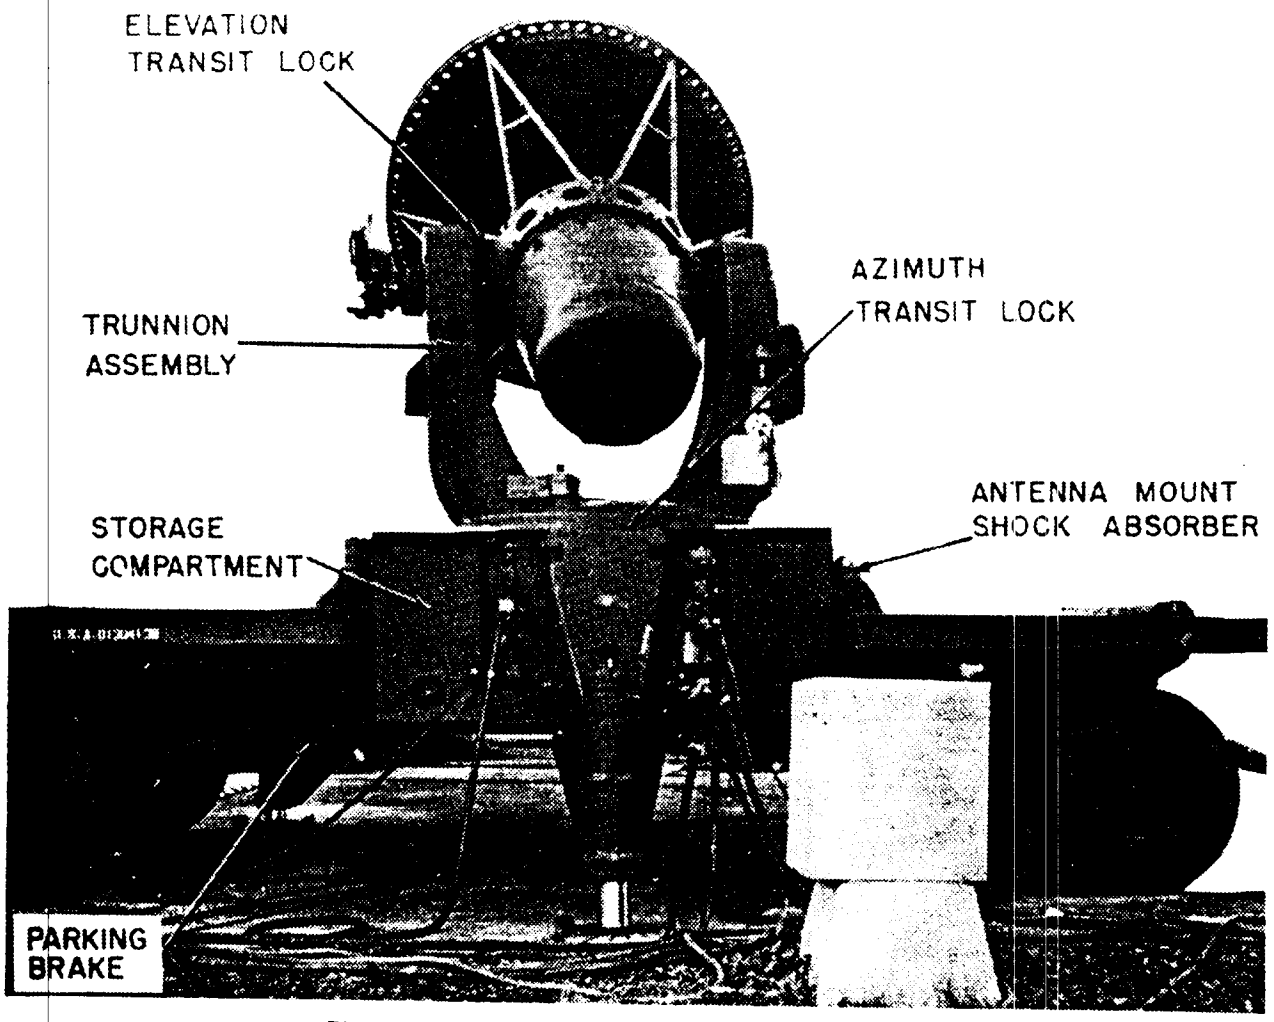

*Figure 207. Azimuth and elevation locks and shock absorbers.*
**3** releases the elevation lock (fig. 207) which secures the rf unit in its transit position. To do this, pull out on the spring-loaded hand nut and turn it 180° in either direction. Make sure the keys are properly seated in the key slots. Manually rotate the rf unit to insure it is free.
**1** loosens the four bolts which secure the antenna assembly to the shock jabsorbers on the trailer (fig. 207).